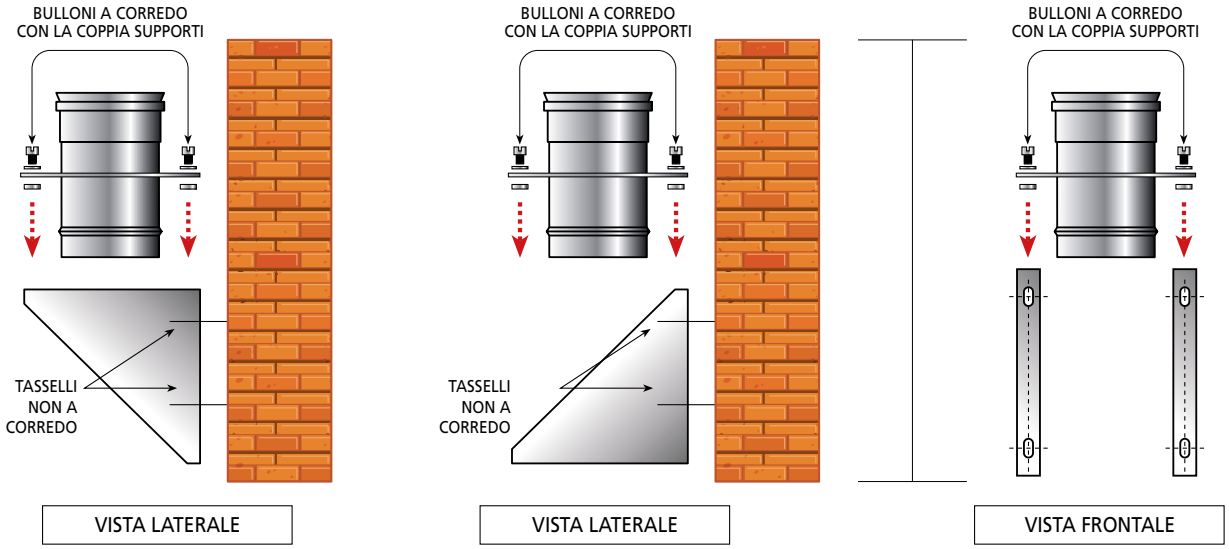
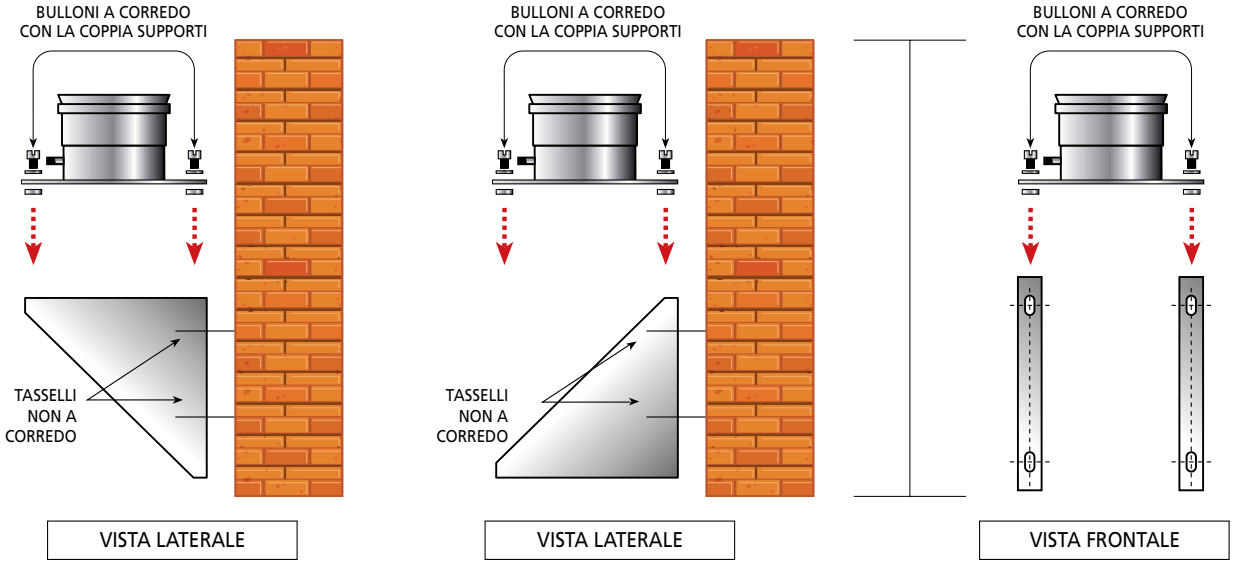

FIGURA 3A
FIGURA 3B
- fissare i due elementi della coppia supporti al muro, creando tra essi un piano di appoggio orizzontale; fissare successivamente la piastra serrando i dadi ai rispettivi bulloni (**figura 3A** e **figura 3B**).